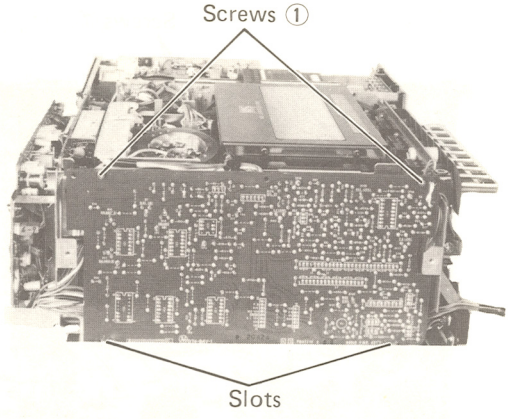

Fig. 3-8
1. Remove the two screws ① on the printed circuit board as shown in Fig. 3-8.